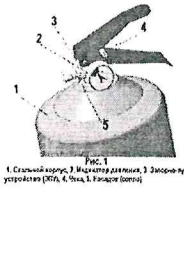

Рис. 1
3.1.Огнетушитель состоит из корпуса 1 наполненного огнетушащим порошком, индикатора давления 2, запорно-пускового устройства (ЗПУ) 3, чеки 4, насадка 5 (рис.1).
Рисунок 1 не определяет тип конструкции.
- расположить огнетушитель вертикально, насадком 5 (рис.1) в направлении очага пожара.